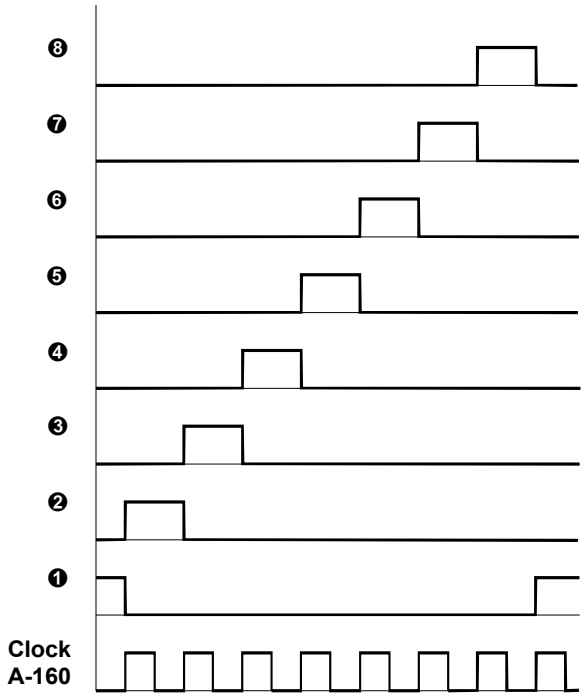

Abb. 1: Signalverhalten des A-161
❶ 1 ... ❽ 8
An den **Ausgängen ❶** bis **❽** können Sie jeweils ein Trigger-Signal abgreifen (s. Abb. 1).